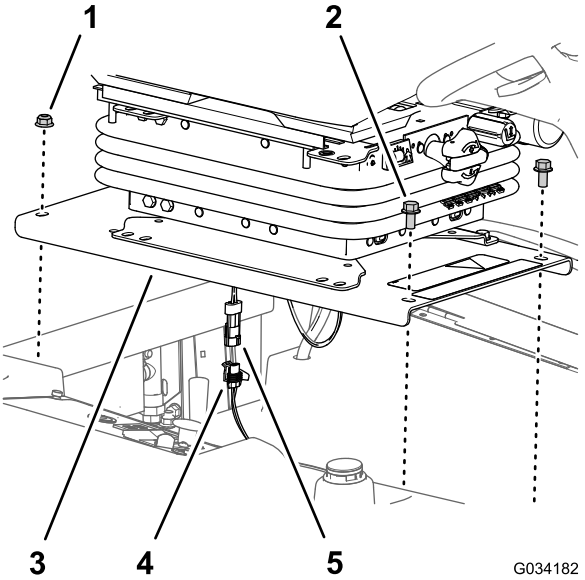

Figur 38
1. Ta bort de två flänsskruvarna (3/8 x 3/4 tum) som håller fast fronten på sätesplattan på maskinchassit (Figur 38).
2. Ta bort de två flänslåsmuttrarna (3/8 tum) som håller fast bakdelen på sätesplattan på maskinchassit (Figur 38).
4. Dra ut kontakten med två uttag för brytarkablaget för förarnärvaro från kontakten med två uttag för maskinens kablage (Figur 38).
2. Anslut kontakten med två uttag för brytarkablaget för förarnärvaro till kontakten med två uttag för maskinens kablage. Se Figur 38 i Ta bort sätet och sätesplattan. (sida 37).
3. Rikta in de bakre hålen på sätesplattan (Figur 38 i Ta bort sätet och sätesplattan. (sida 37)) med de två vagnsbultarna (3/8 x 1 tum) i kylarkanalen.
4. Montera sätesplattan (Figur 38) på vagnsbultarna med de två flänslåsmuttrarna (3/8 tum) som du tog bort i steg 2 av Ta bort sätet och sätesplattan. (sida 37).
5. Rikta in de främre hålen på sätesplattan (Figur 38) med gängorna på tankstängerna.
6. Montera sätesplattan (Figur 38) på tankstängerna med de två flänsskruvarna (3/8 x 3/4 tum) som du tog bort i steg 1 av Ta bort sätet och sätesplattan. (sida 37).